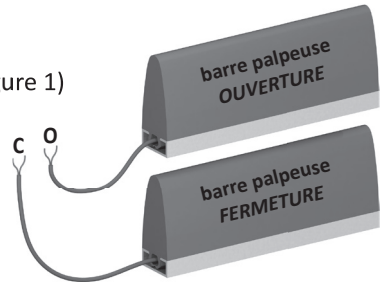

Figure 1: Câblage au noyau de bobine
8.1 Raccordement au noyau de bobine SPK 54 (figure 1)